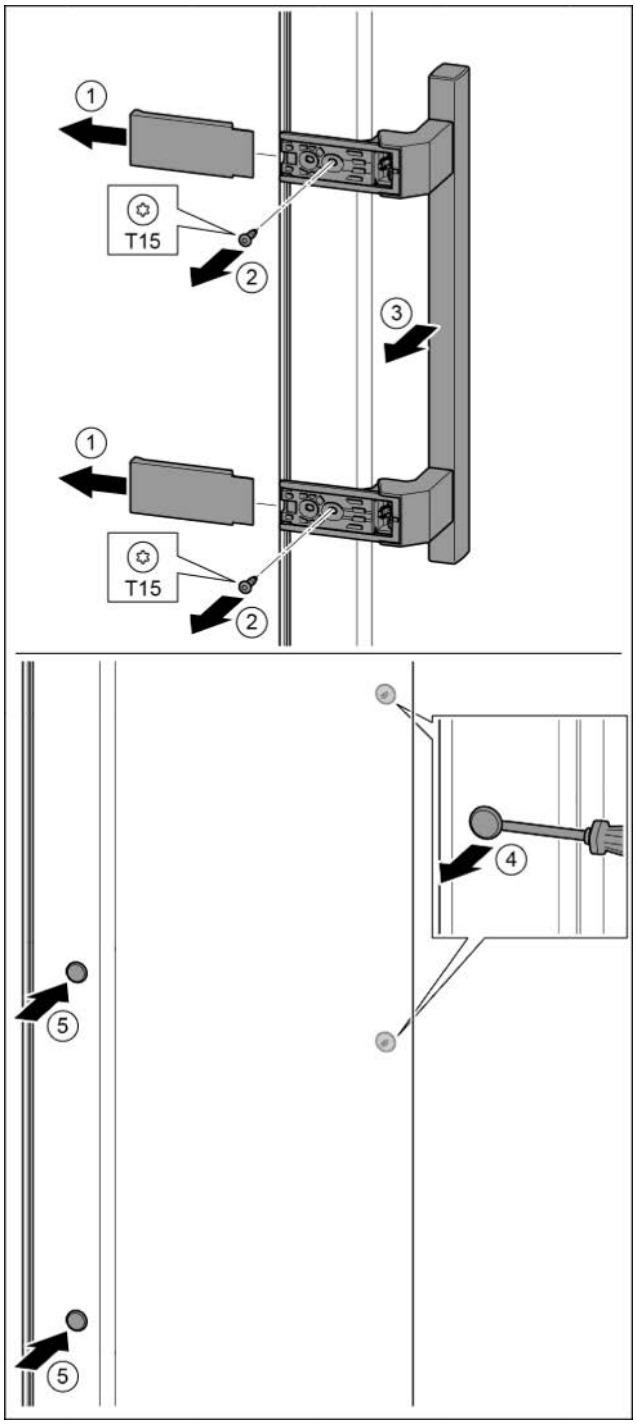

Fig. 34
▶ Снять крышку. *Fig. 34 (1)*
▶ Выкрутить винты отверткой T15. *Fig. 34 (2)*
▶ Снять ручку. *Fig. 34 (3)*
▶ Осторожно приподнять шлицевой отверткой боковые заглушки и вынуть их. *Fig. 34 (4)*
▶ Заглушки снова вставить с другой стороны. *Fig. 34 (5)*